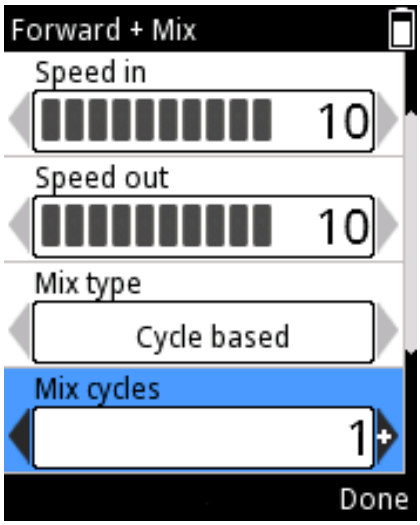

図 D30
6. 混合タイプがcycle based (サイクルベース)の場合、スクロールして 混合サイクル を選択し、 、 を使って数値を変更します (図 D30)。